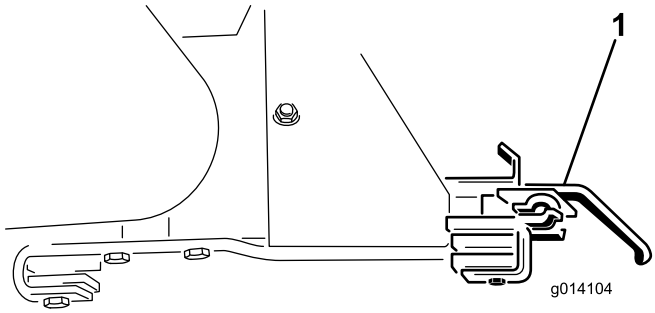

**Figur 47**
18. Afmonter to tilbehørsbeslag (Figur 47).